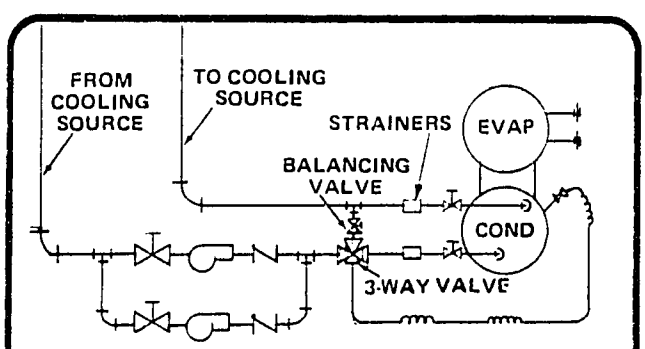

FIG. 47 TYPICAL DIVERSION OF ENTERING CONDENSER WATER
1. **Typical Diversion of Entering Condenser Water with Three-Way Valve.(Fig. 47)**